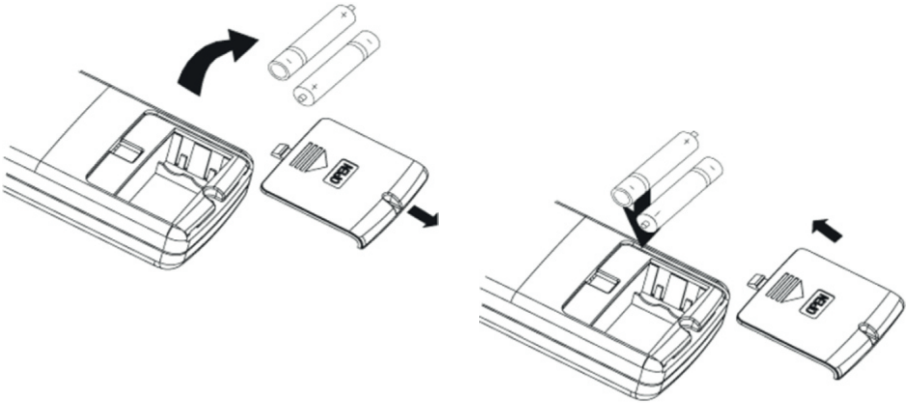

Рис. 5.3.
- Для вилучення батарейок, при заміні, посуньте кришку пульта керування в напрямку стрілки (див. рис. 5.3), витягніть відпрацьовані батарейки і встановіть нові. Встановіть кришку пульта на місце.